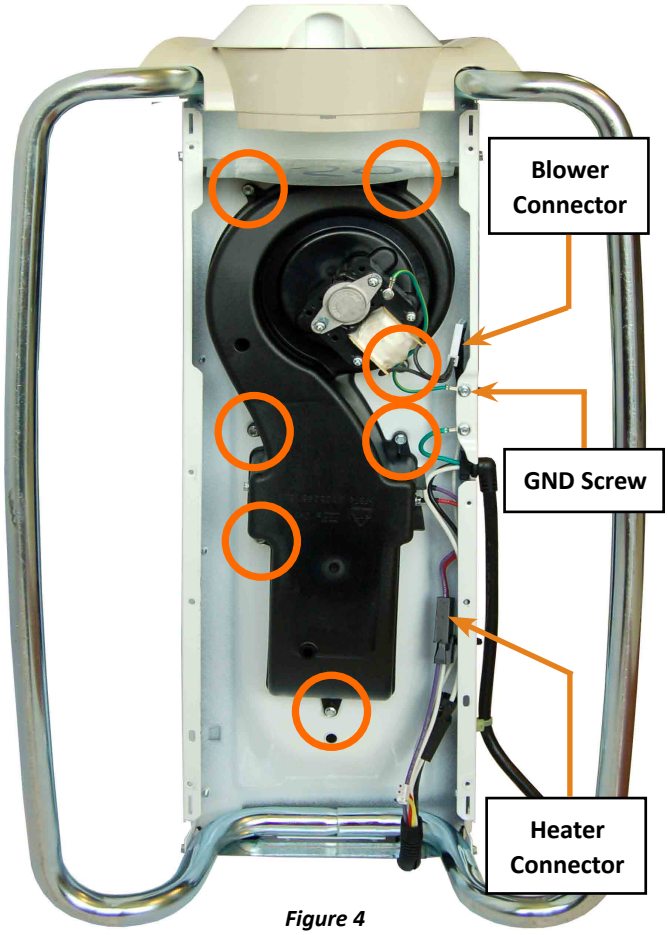

Figure 4
8. Disconnect the blower and heater connectors (see Figure 4).
9. Using a 1/4 nut driver, remove the screw securing the ground wire coming from the blower motor (see Figure 4).
10. Using a 1/4” nut driver, remove the seven (7) screws securing the blower/heater assembly to the unit (see Figure 4).